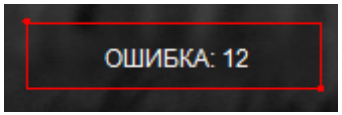

Рисунок 9 – Индикатор ошибки
- **Индикатор ошибки** – появляется в случае возникновения ошибки в процессе эксплуатации прицела (см. рис. 9) и выводит номер ошибки, позволяющий найти ее причину (см. Приложение 2).